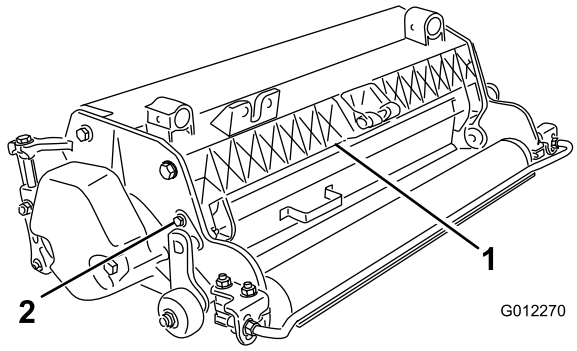

Figur 5
1. Løsn boltene på græsafskærmningens drejetap (Figur 5).
2. Drej græsafskærmningen til den ønskede placering og stram boltene (Figur 5).